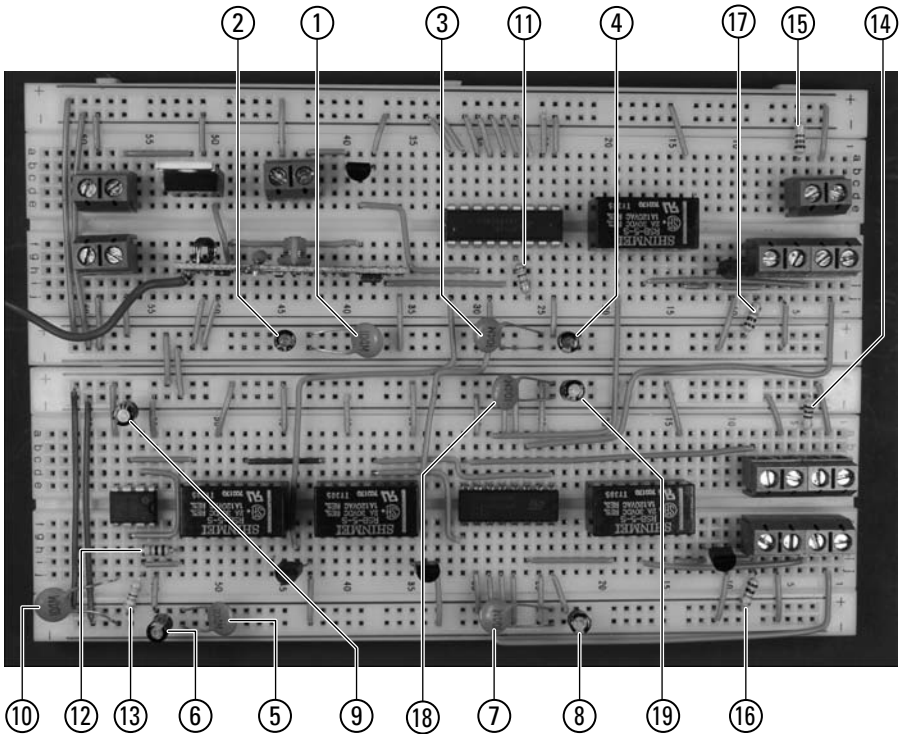

Figure 13-27: Insert capacitors and resistors onto the breadboard.
7. **Insert the following, as shown in Figure 13-27:**
Use the following key for the callouts in Figure 13-27.